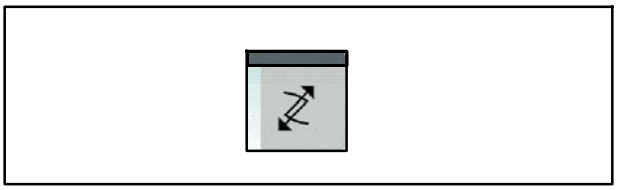

Fig. 132 Touche Poste de commande
1. Du côté dérouleur ou du côté enrouleur, appuyer sur la touche Poste de commande (Fig. 132) pour désactiver le poste de commande du côté dérouleur.
2. Du côté enrouleur, appuyer rapidement deux fois de suite sur la touche Poste de commande (Fig. 132) pour activer le poste de commande du côté enrouleur.
1. Du côté enrouleur ou du côté dérouleur, appuyer sur la touche Poste de commande (Fig. 132) pour désactiver le poste de commande du côté enrouleur.
2. Du côté dérouleur, appuyer rapidement deux fois de suite sur la touche Poste de commande (Fig. 132) pour activer le poste de commande du côté dérouleur.